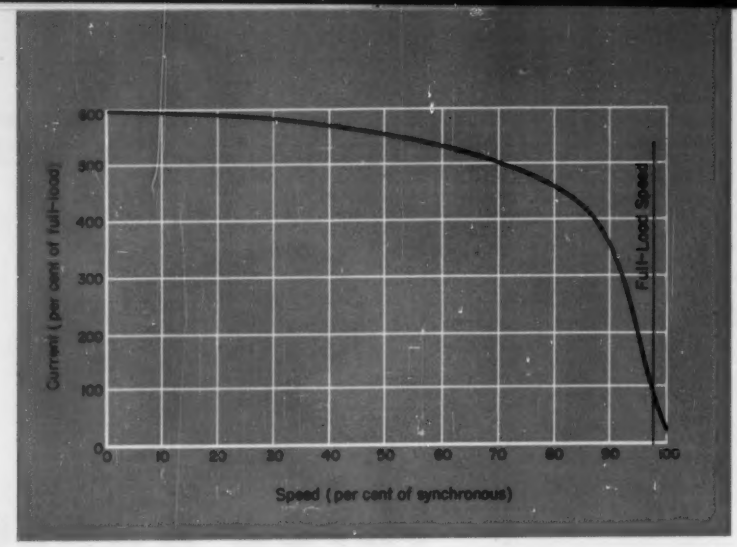

Fig. 2—Speed-current curve of typical NEMA Designs B and C induction motors.
2. Place the pivot point of the template on line e_b, at a point b, and rotate the template, using a pencil as the pivot, until one of the cross lines intersects the e_a line at one edge of the template, a, and the e_c line at the other edge, c. Mark the intersection points and the center-line extremity, P, on the graph paper, Fig. 2.
Acceleration Effects: In Fig. 2 is the speed-current curve for NEMA Design B or Design C motors. This curve defines the current the motor draws during its accelerating period. As with torque, the current the motor draws at any particular speed is dependent solely on the motor design constants and
Once a motor reaches a stable operating speed, however, it is a complete slave to its load. If the load-torque requirement changes, the motor readjusts its own speed slightly to develop torque exactly matching the new load-torque requirement. The starting current is between 500 and 600 per cent of the induction-motor full-load current. It does not drop appreciably below this initial value until the motor has reached approximately 80 per cent of speed, Fig. 2.